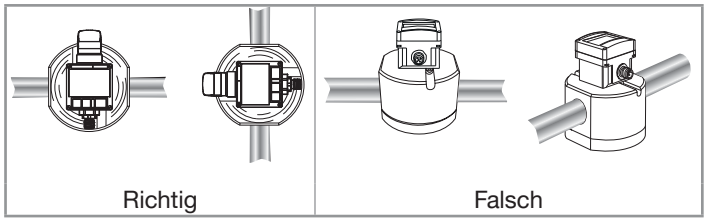

Abb. 4: Die Spindeln der Ovalradachsen müssen horizontal liegen
- die Ovalradachsen in der Horizontalebene sind, wie in Abb. 4 dargestellt.